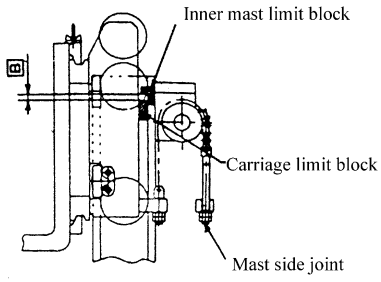

Fig.8.7
(3) Lift fork to Max. height, and ensure gap B between limit blocks of fork and of inner mast shall be 5-10mm. See Fig8.7.